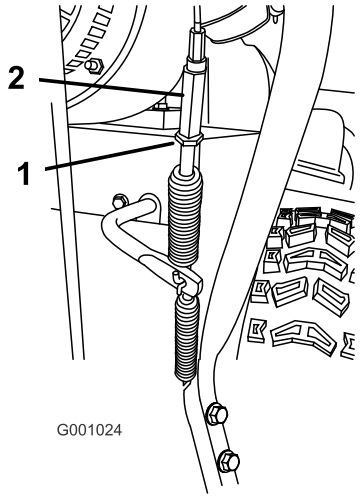

Figur 39
5. Løsne låsemutteren (Figur 39).
6. Løsne eller stram til spennmutteren som tilpasser kabelspenningen (Figur 39).